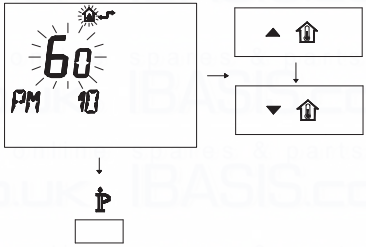

Fig. 7.43
- To modify the programmed SET, act on buttons ▲ or ▼ and wait for the number programmed to flash (Fig. 7.43).